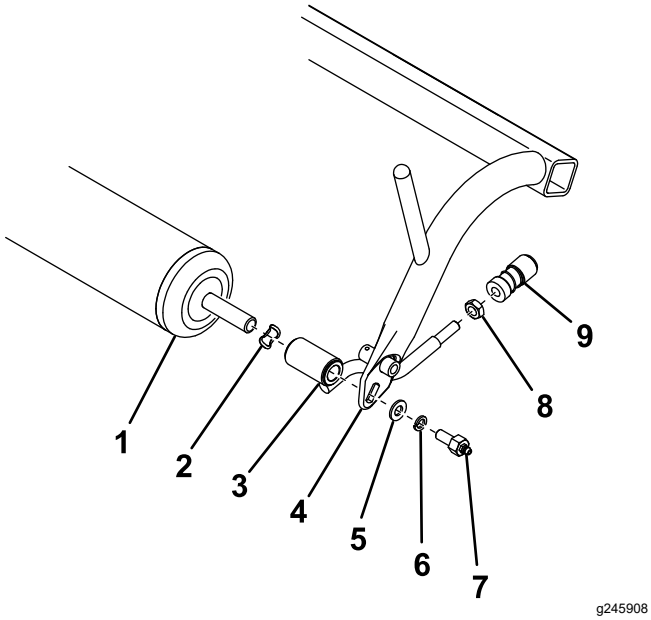

图 1
2. 从牵引架上拆下滚筒、弹簧垫圈、拉杆组件、扁平垫圈、锁紧垫圈和润滑脂螺丝图 1。
3. 从拉杆组件上卸下并保留球窝接头接收器图 1。丢弃之前卸下的所有五金件只保留滚筒和球窝接头接收器。